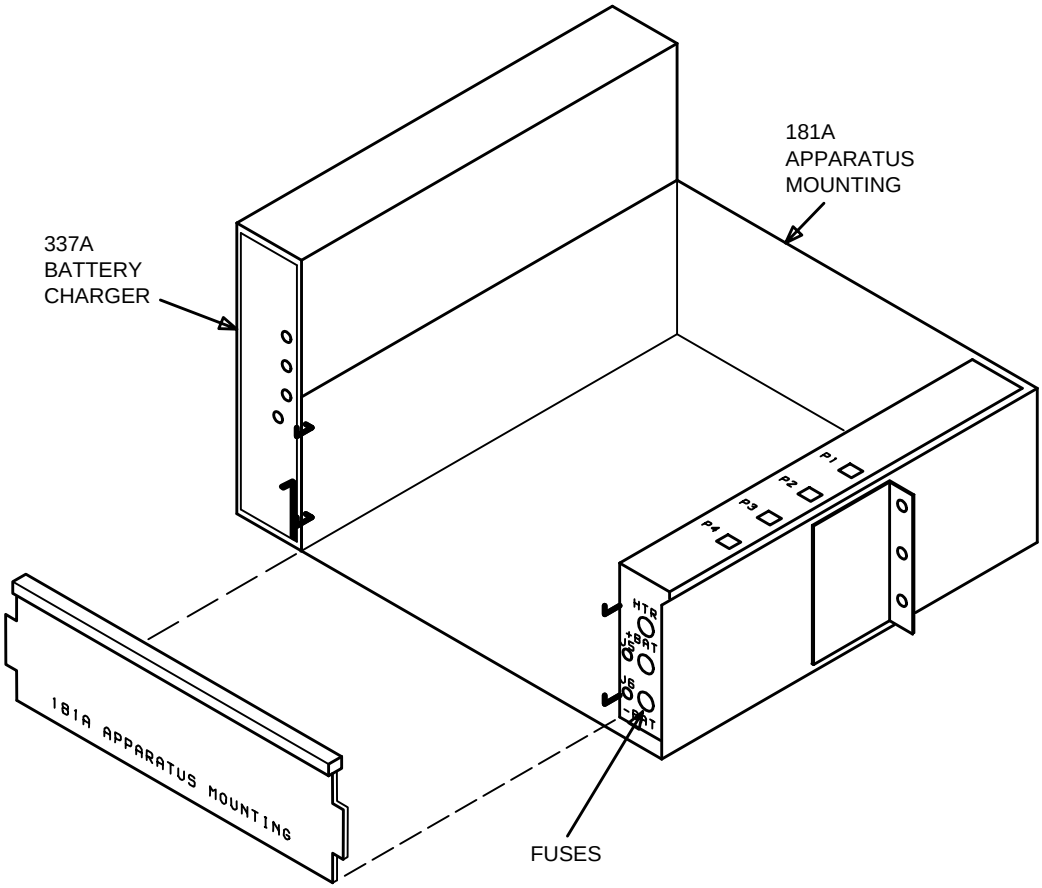

**Figure 1 – Battery Shelf**
4. At front of battery shelf remove front cover by lifting cover up and out (Figure 1).